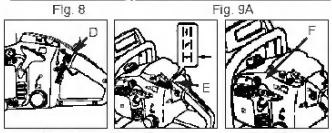

Fig. 9B Fig. 9C Fig. 9D
1. Slide STOP switch (D) up for starting (Fig. 9B).